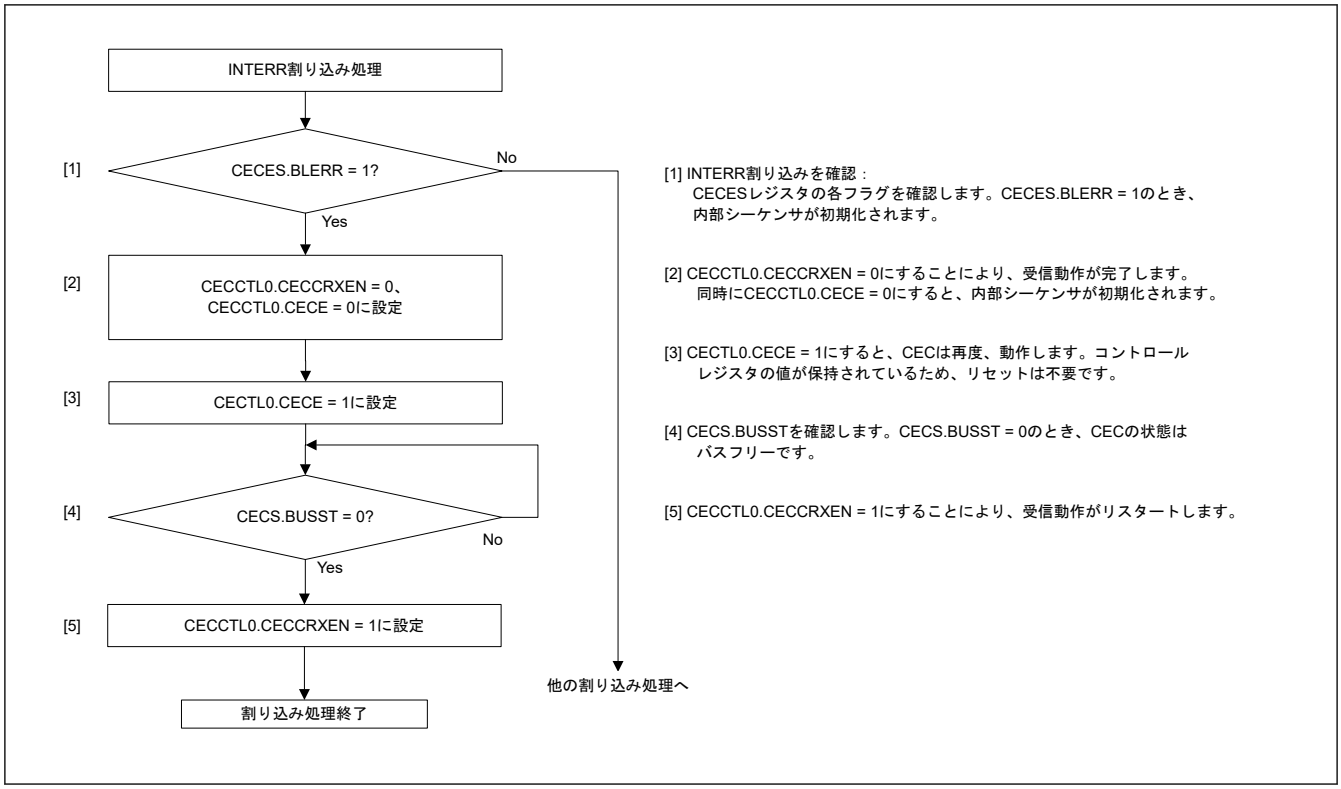

図 31.52　バスロックエラー発生時の INTERR 割り込み処理フローの例
- INTERR 割り込みの原因がバスロックエラー (CECES.BLERR = 1) の場合、INTERR 割り込み処理において、いったん CECCTL0.CECE を 0 にクリアして、CEC 送受信回路の内部シーケンサを初期化します。次に、CECCTL0.CECE を再び 1 にします。CECCTL0.CECE が 0 にクリアされても CEC レジスタはリセットされません。バスロックエラー発生時の INTERR 割り込み処理フローの例については、図 31.52 を参照してください。